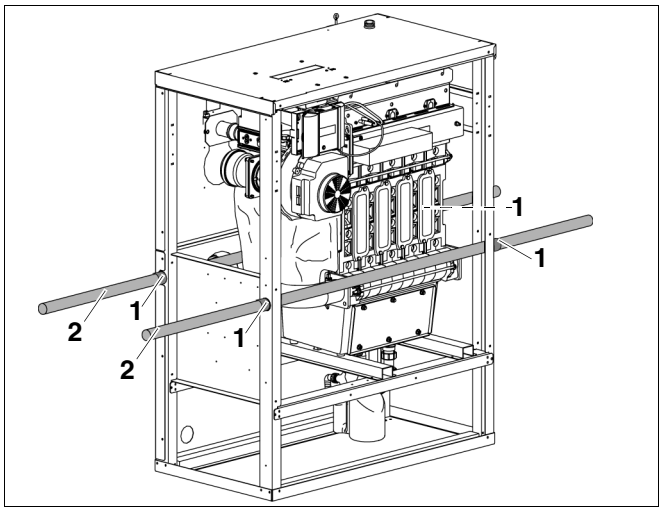

Afb. 7 Verwarmingsketel met behulp van de leidingen transporteren
- Schuif de leidingen door de gaten aan de voorzijde van de verwarmingsketel (➔ afb. 7).
- Beveilig de leidingen tegen wegglijden op de in afb. 7 aangegeven posities, bijv. met plakband.